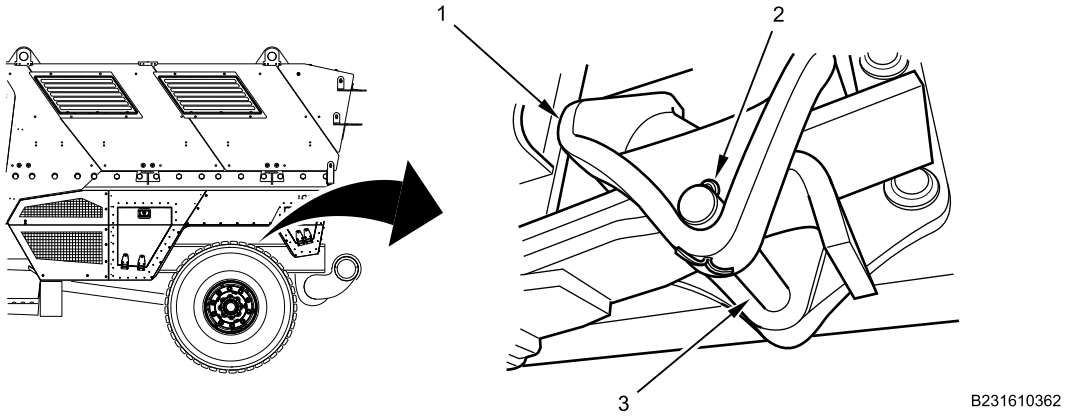

Figure 1. Rear Spring Rear Bracket Rebound Pin.
1. Remove cotter pin (Figure 1, Item 2) from rear spring rear bracket rebound pin (Figure 1, Item 3) and rear spring rear bracket (Figure 1, Item 1). Discard cotter pin (Figure 1, Item 2).
2. Remove rear spring rear bracket rebound pin (Figure 1, Item 3) from rear spring rear bracket (Figure 1, Item 1).